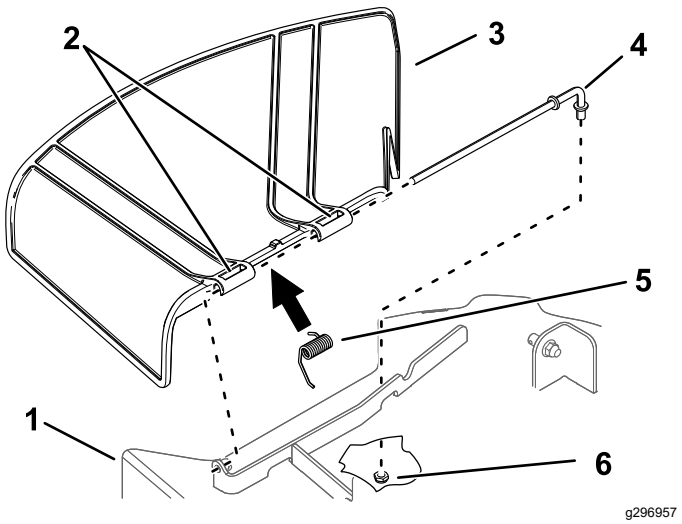

Figuur 78
1. Verwijder de moer (⅜") van de stang onder het maaidek (Figuur 78).
2. Schuif de stang uit de maaidekbeugel, de veer en de grasgeleider (Figuur 78).
4. De nieuwe grasgeleider monteren (Figuur 78).
7. Schuif de stang door de tweede grasgeleiderspil (Figuur 78).
9. Bevestig de achterzijde van de stang aan de maaier met een moer (⅜"), zoals geïllustreerd in Figuur 78.